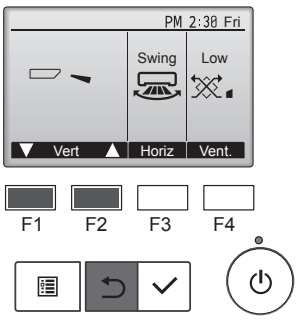

Rys. 7-4
② Nacisnąć przycisk [WYBIERZ], aby wyświetlić ekran pracy żaluzji, a następnie nacisnąć przyciski [F1] i [F2], aby sprawdzić automatykę żaluzji. (Rys. 7-4)